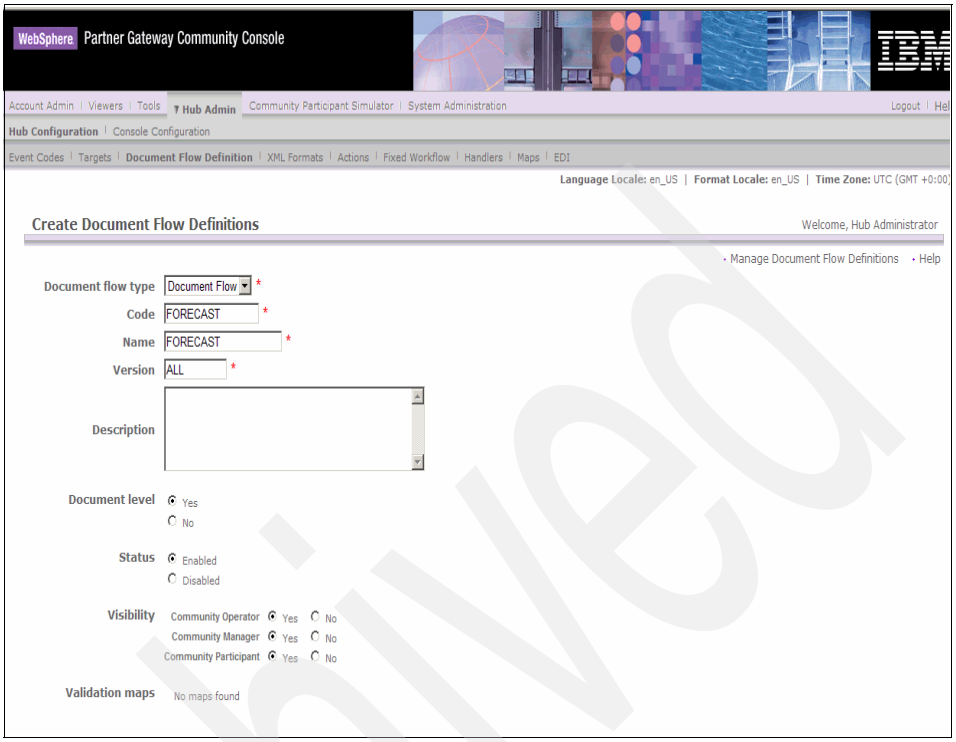

Figure 10-7 Creating a document flow definition at document flow level
7. Use the values in Table 10-3 to complete the form shown in Figure 10-7 on page 289.
a. Set Visibility to **Yes** for the three roles, as shown in Figure 10-7 on page 289.
b. At the bottom of Figure 10-7 on page 289 you see the expandable tree structure of packages and protocols. Expand this structure.
e. In addition to information about business identifiers, WebSphere Partner Gateway needs to know which document flow to invoke for XML documents of this format. This information can again be carried in the XML document itself. However, we make this information constant. The source document flow is FORECAST and the version is ALL. The document flow was defined earlier (see Figure 10-7 on page 289).